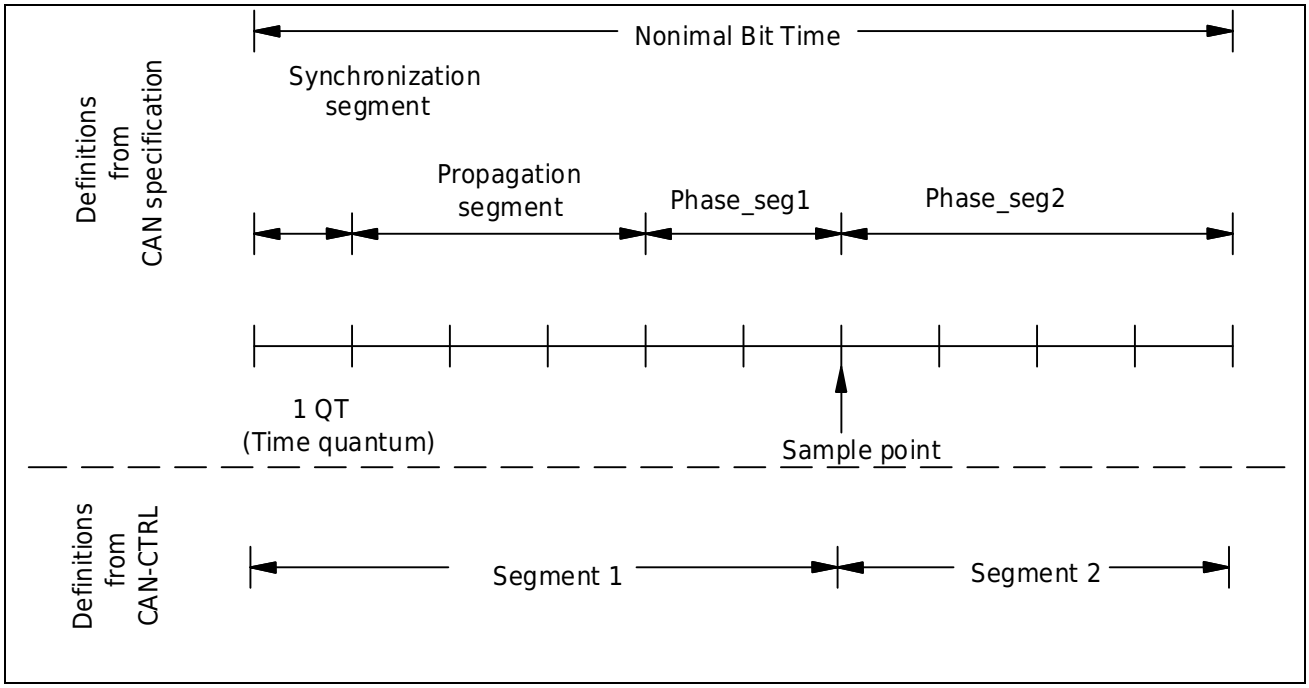

Figure 30-2 CAN bit time definition diagram
1) If the PRESC bit of the BT register is set to ≥ 1, refer to the sample point shown in Figure 30-2, the sampling point is located at the dividing point between segment1 and segment2;